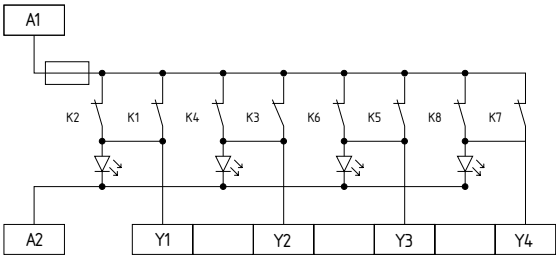

Fig. 11
**Salidas de aviso (véase fig. 11)**